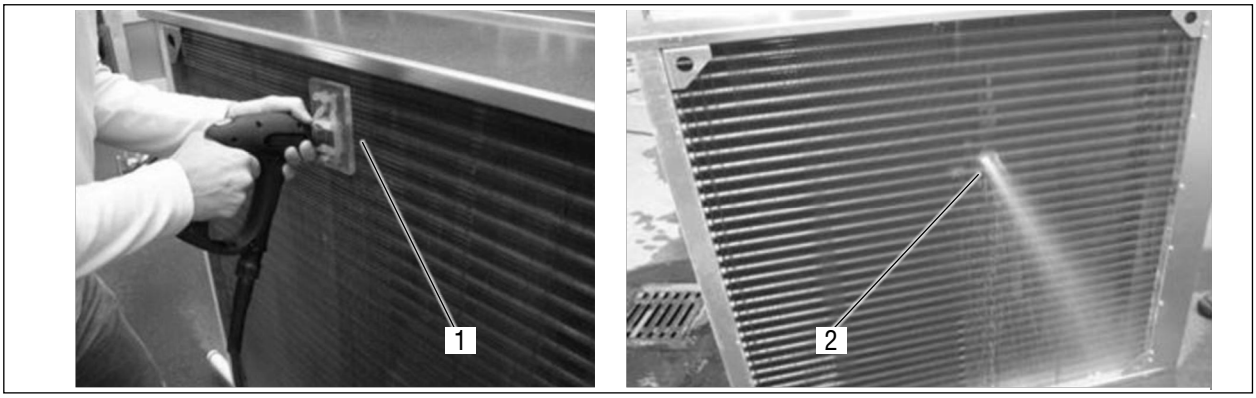

Abb. 34 THD-Mehrstrahlverfahren
- Im Rahmen der Hygiene-Konformitätsprüfung für die AL-KO-THERM-Lüftungsgeräte wurde durch das Institut für Lufthygiene Berlin die Reinigbarkeit der Wärmetauscherregister der AL-KO THERM mit Hilfe des THD-Mehrstrahlverfahrens nachgewiesen (siehe „Abb. 34 THD-Mehrstrahlverfahren“ auf Seite 43).